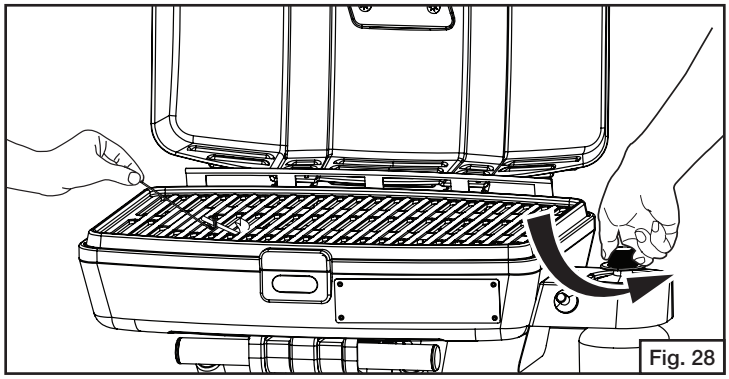

Fig. 28
2. Push and turn the control knob counterclockwise to the “HIGH” position. (Fig. 28)